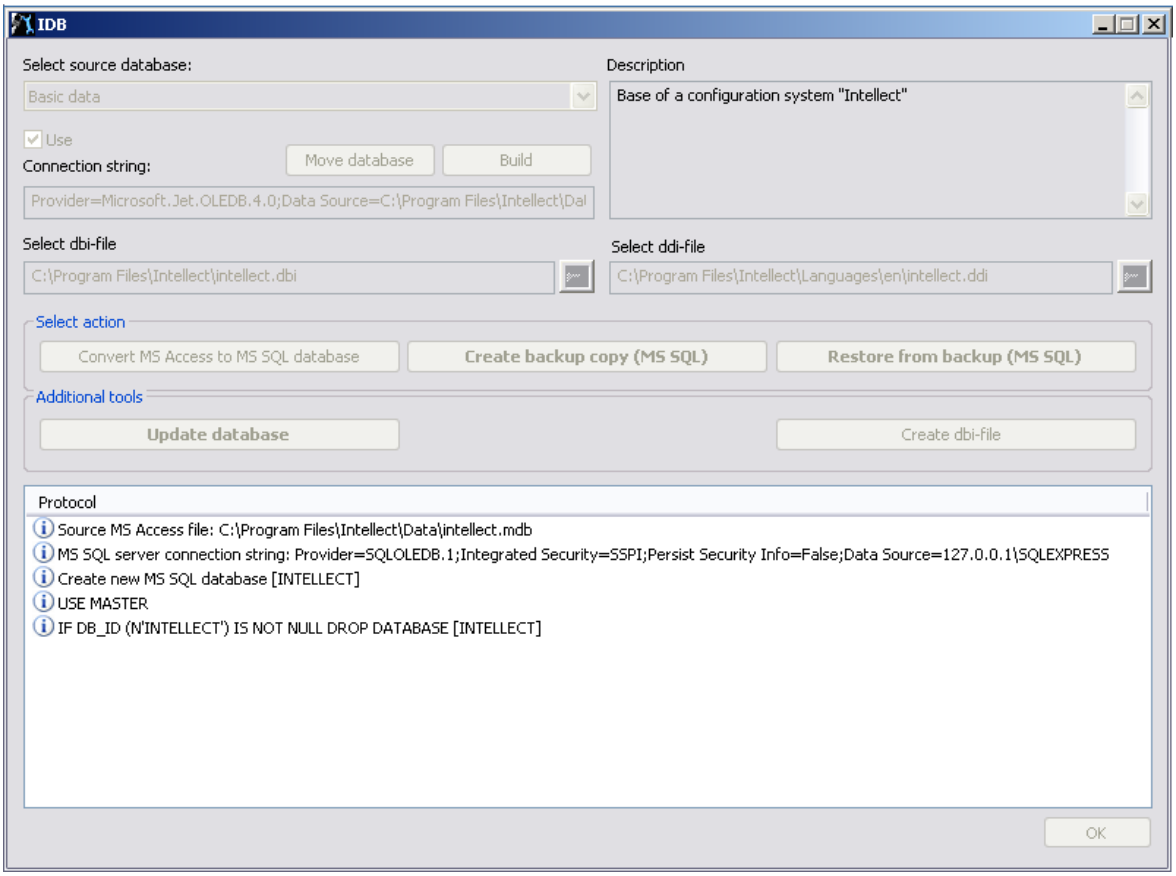

Figure 8.3-11. Displaying the messages on the database conversion progress
27. Then the database conversion process starts from MS Access to the MS SQL server format, and the relevant steps appear in the "Protocol" table in the idb.exe utility dialog box (Figure 8.3-11).